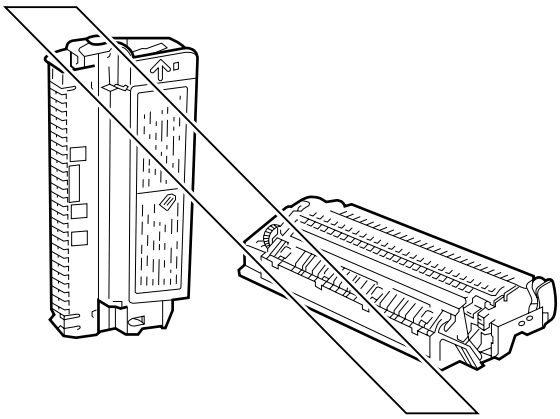

Figure 1-2
b. Do not place the cartridge on its end or turn it over as shown in Figure 1-2.